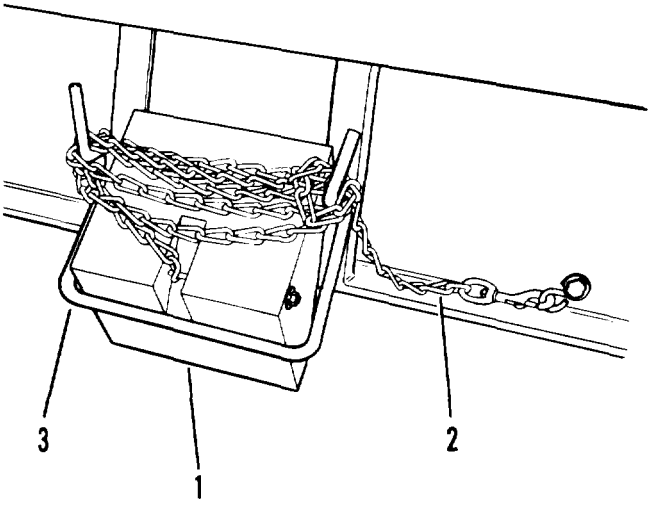

Figure 2-10. Chock block
a. One chock block (1, figure 2-10) located on each side of semitrailer.
b. Depending upon the terrain, place chock blocks (1) firmly behind or forward of wheels on each side of semitrailer.
d. Chain (2) holds chock block (1) to semitrailer to keep it from being lost.
e. Stowage bracket (3) stows chock block (1) when not in use.